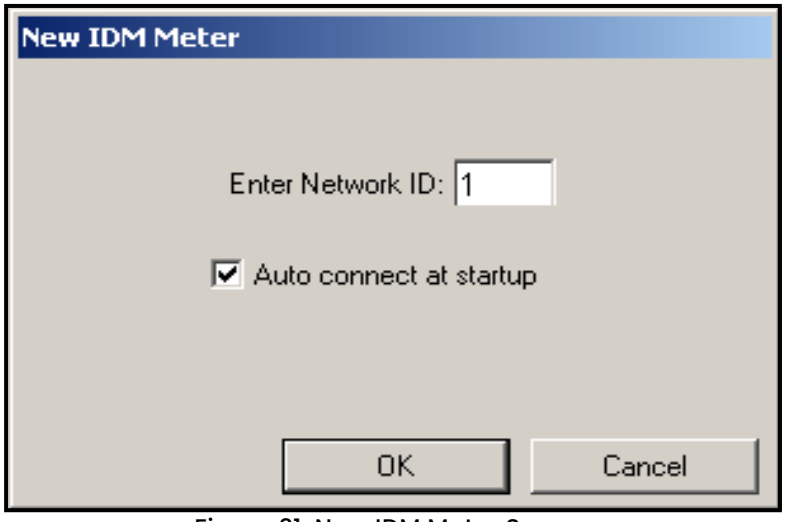

Figure 21: New IDM Meter Screen
4. The *"New IDM Meter"* screen (shown in *Figure 21*) opens. Enter the Network ID number for the meter, and click [OK].